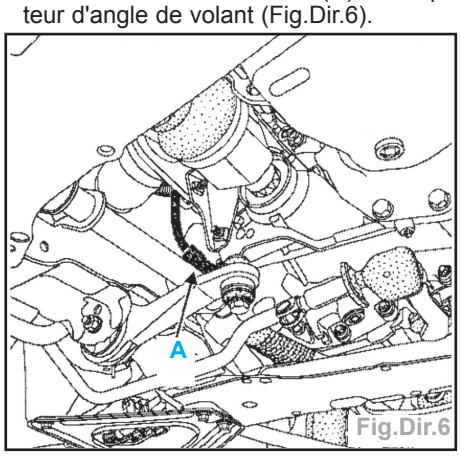

Fig.Dir.6
- Débrancher le connecteur (**A**) du capteur d'angle de volant (Fig.Dir.6).